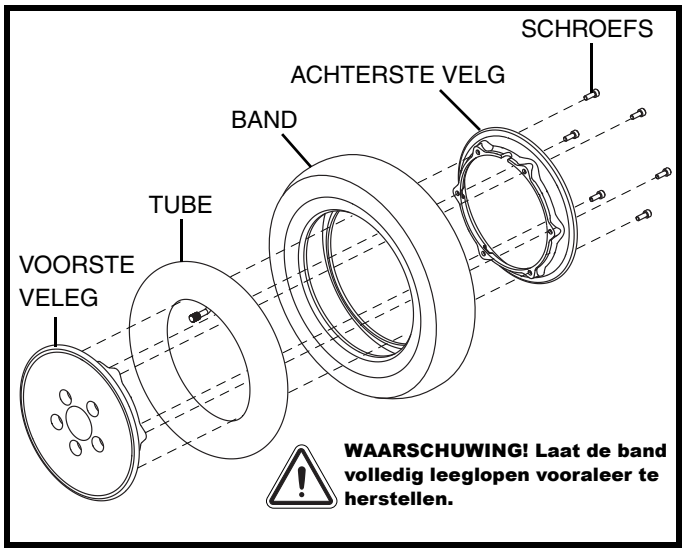

Figuur 30. Samenstelling van een wiel
7. Verwijder de oude binnenband en vervang deze door een nieuwe. Of in het geval van massieve banden, vervang de hele band. **Zie figuur 30.**